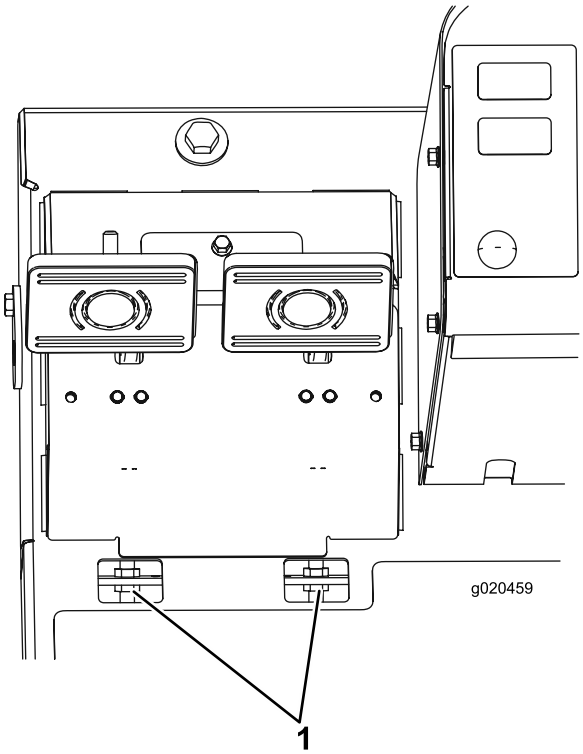

図 68
B. ブレーキケーブル図 68の端にある前ナットをゆるめる。